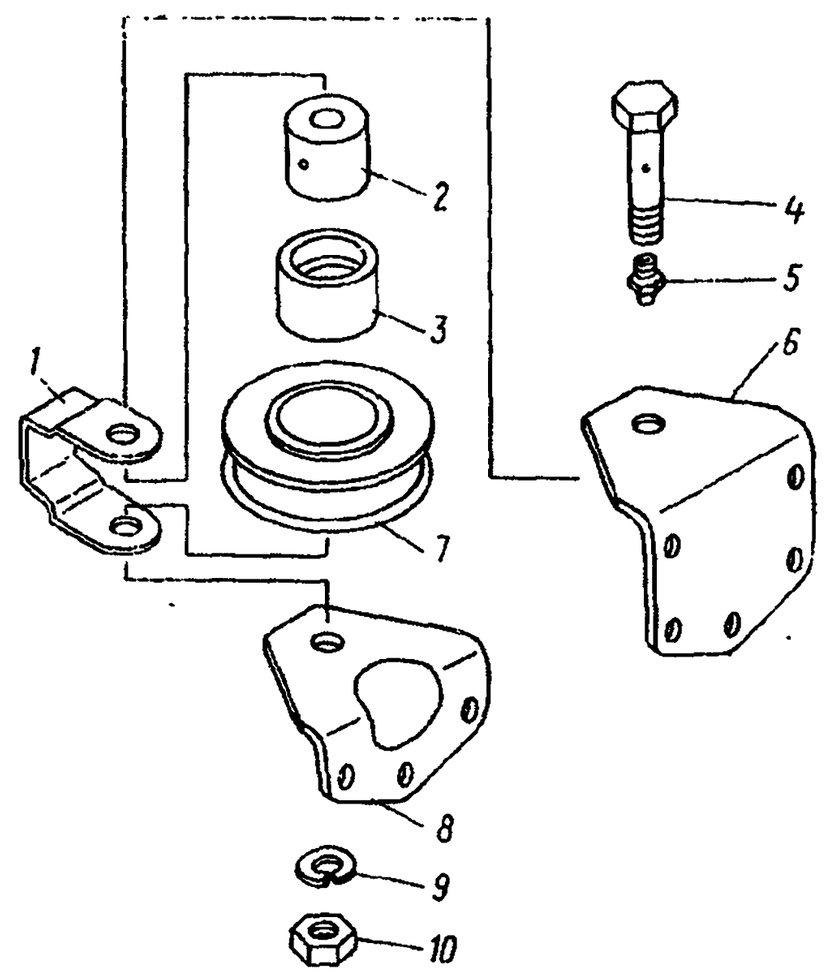

Рис. 345. Ролик опорный третий:
51. Отверните масленку *5* (рис. 345), гайку *10*. Снимите шайбу *9*, болт *4*	Ключи 10, 27 мм